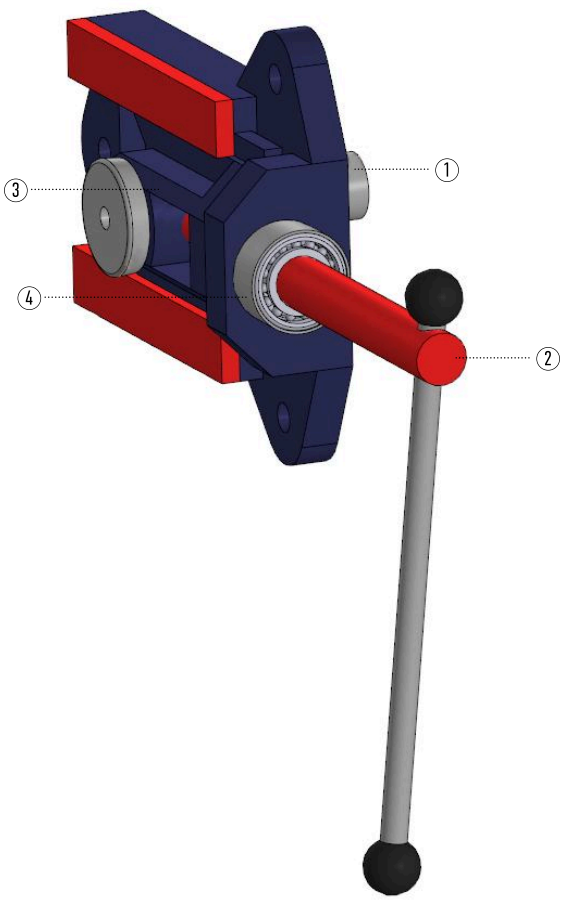

Рисунок 16 – Механизм натяжения
Пильные шкивы (15) 400 мм расположены на одном уровне для уменьшения нормальных напряжений в пильном полотне. Ведомый шкив оснащен механизмом натяжения (14) (Рисунок 16).